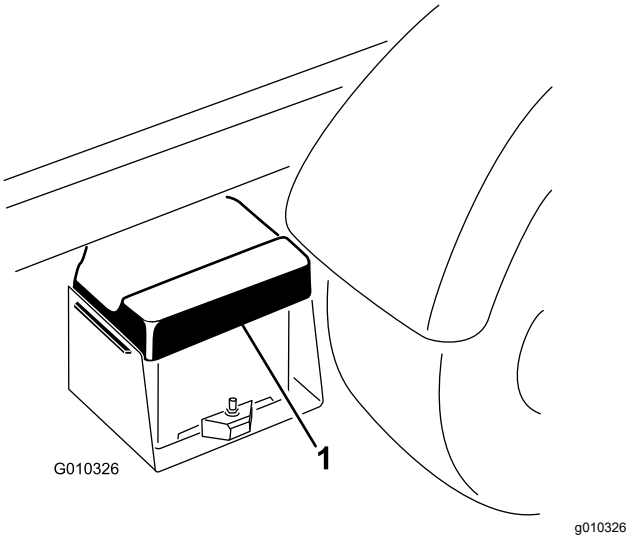

**Figur 41**
1. Kläm ihop batterikåpan för att frigöra flikarna från batterilådan, och ta sedan bort batterikåpan från batterilådan (Figur 41).